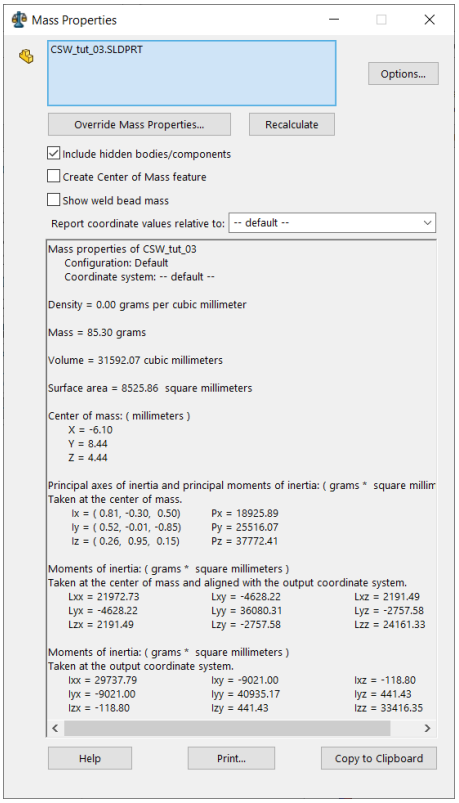

Figure 29 *The* ***Mass Properties*** *dialog box*
4. Select the **Mass Properties** tool from the **Evaluate CommandManager**; the **Mass Properties** dialog box with the mass value is displayed, refer to Figure 29.